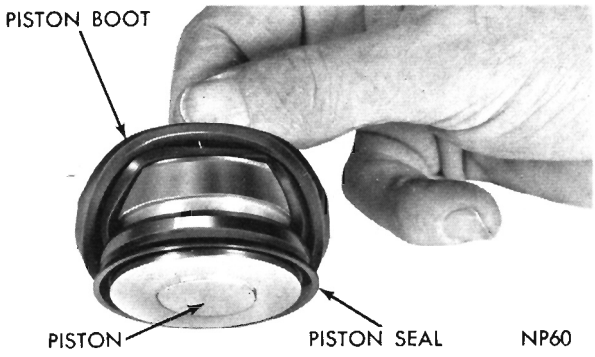

Fig. 10—Removing or Installing Piston Boot
(5) Remove piston dust boot by grasping edge and pulling out of its groove (Fig. 10).
(3) Install dust boot on piston with lip of seat toward piston (Fig. 10).